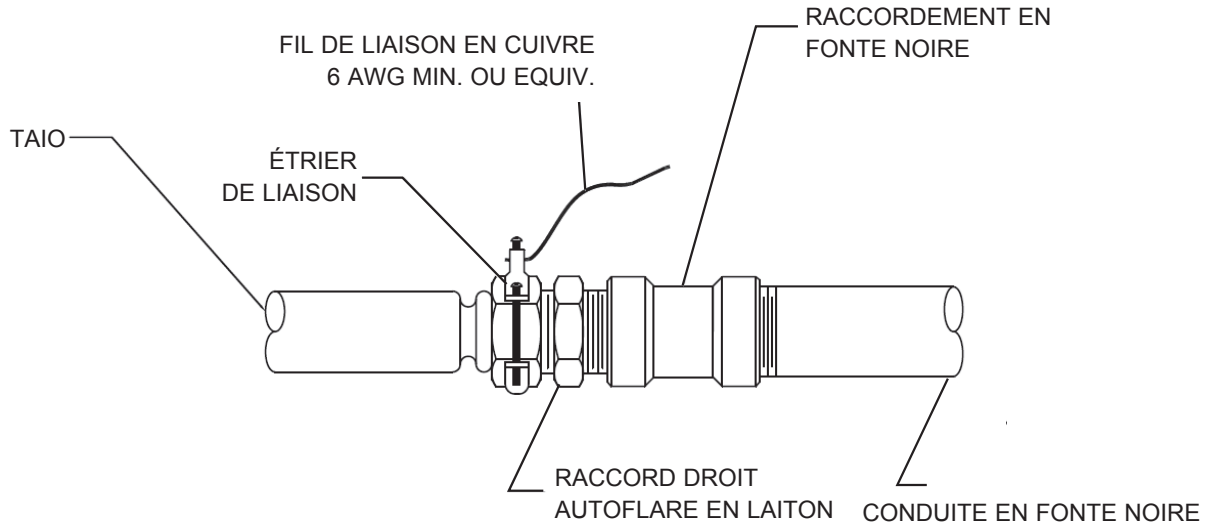

Figure: 4-24
1. Pour effectuer la liaison électrique du système ***TracPipe®***, un étrier de liaison doit être attaché sur l'adaptateur du raccord ***AutoFlare® / AutoSnap®*** en laiton (adjacent au filetage de la tuyauterie - Voir Figure : 4-24) ou à un composant du conduit noir (conduit ou raccord) situé dans le même système de tuyauterie de gaz électriquement continu comme le raccord ***AutoFlare® / AutoSnap®***. Le tronçon en acier inoxydable ondulé du système de tuyauterie de gaz NE PEUT PAS être utilisé comme point de liaison électrique dans aucun cas que ce soit. Le conducteur pour la liaison électrique doit être un fil en cuivre n° 6 AWG et doit être connecté conformément au Code canadien de l'électricité (C22.1) ou conformément aux amendements stipulés par le gouvernement provincial.